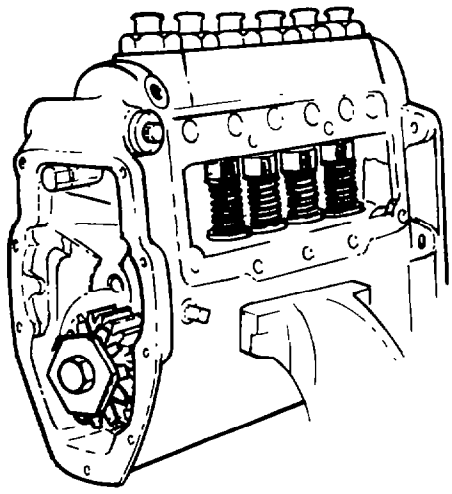

Fig. 91 — Pump Mounted in Vice
b. Secure the pump in an upright position by clamping the housing in a soft jawed vice (see fig. 91).